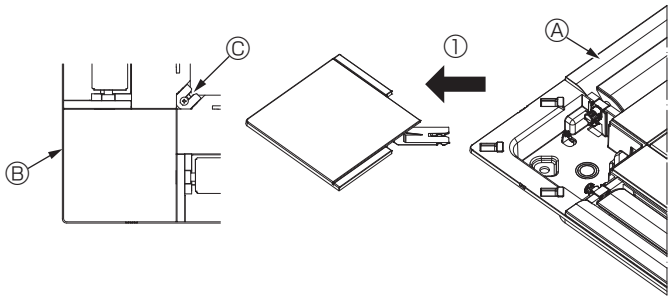

Fig. 10-4
10.2.2. Extracción del panel angular (Fig. 10-4)
- Afloje el tornillo de la esquina del panel angular. Deslice el panel angular indicado con la flecha ① para retirarlo.